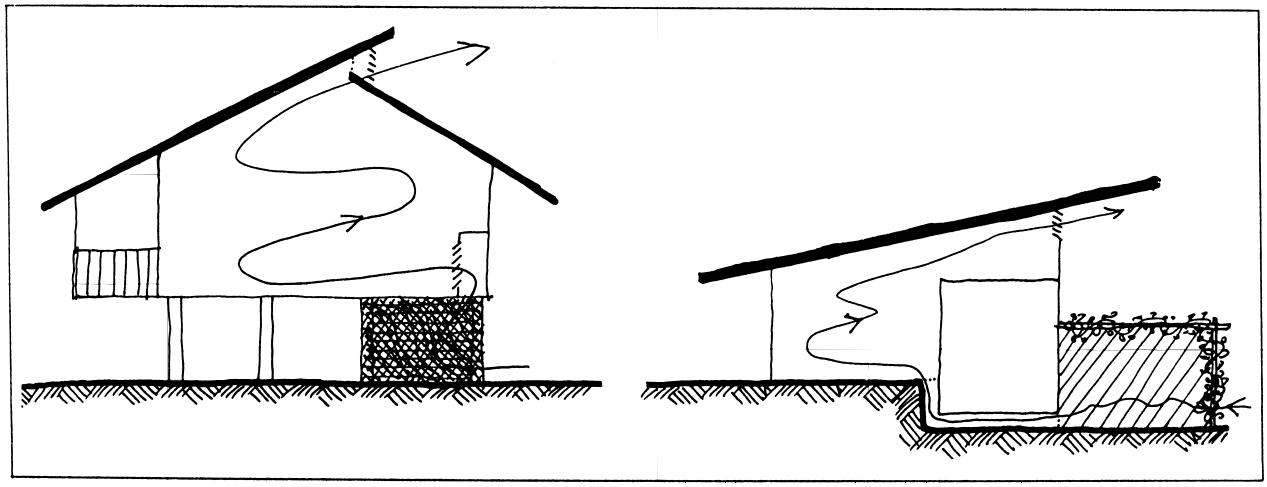

FIGURE 4.12 Vented ceilings allow hot room air to escape, and cool trellis air to enter.
Ventilation is essential, through the placement of windows (with vertical louvres acting as air scoops) and roof vents. Or a shadehouse can be added to the shade side of a house and cross-ventilated to a well-vented ceiling or solar chimney (**Figure 4.12**).
• **Induced cross-ventilation**: This is most easily achieved by fitting a black-painted sheet-metal solar chimney to open from ceilings or roof ridges. As these heat up, they effectively draw air into the rooms from any of the above cool-air sources, and create a cool air flow in living areas (**Figure 4.12**).